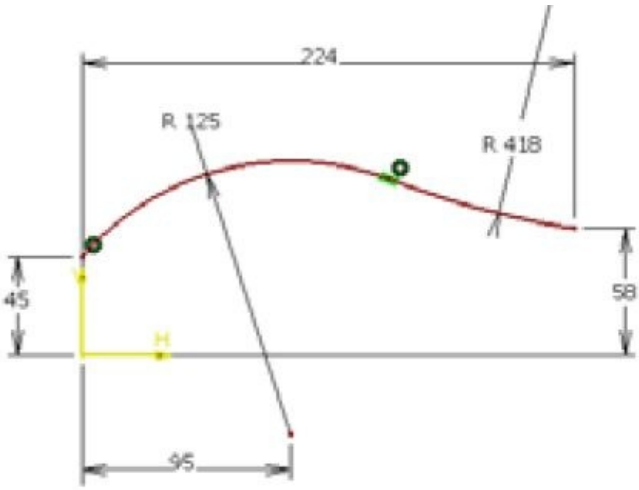

Figure 9-80 *Sketch of the first guide*
2. Draw the sketch of the first guide, as shown in Figure 9-80, and exit the **Sketcher** workbench.